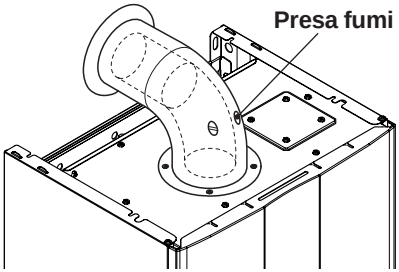

Figura 7.1
- Collegare un analizzatore fumi alle prese di analisi fumi poste sugli scarichi fumi della caldaia Figura 7.1.